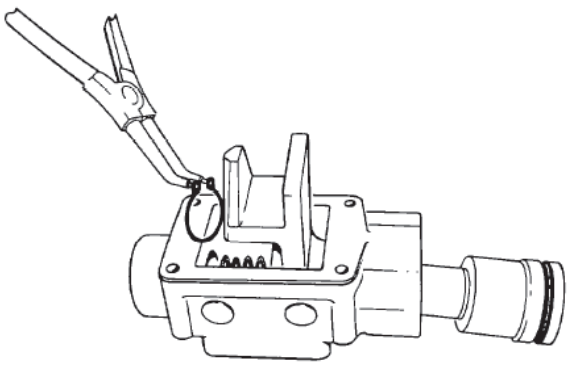

Figure 11 Installing Circlip
d. Insert the piston partially into the cylinder bore, then position the selector fork and circlip onto the piston (Figure 11).